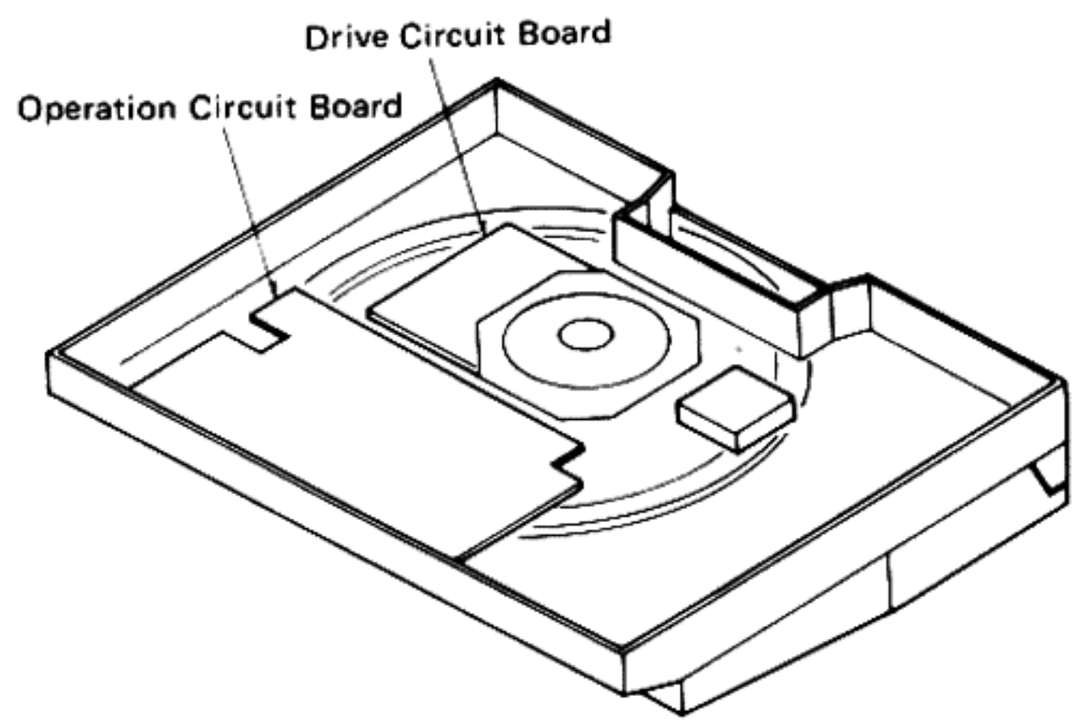

Fig. 9
3. How to turn over the set (Fig. 9)